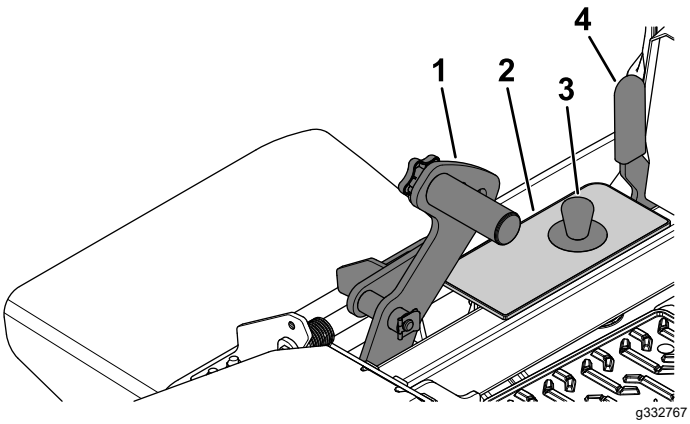

Figure 29
1. Poussez la pédale de levage du plateau complètement en avant pour bloquer le plateau en position de TRANSPORT (qui est aussi la position de hauteur de coupe de 140 mm), comme montré à la Figure 29.
2. Pour changer de hauteur de coupe, retirez l'axe du support de hauteur de coupe (Figure 29).
3. Placez l'axe de chape dans le trou du support correspondant à la hauteur de coupe voulue (Figure 29).